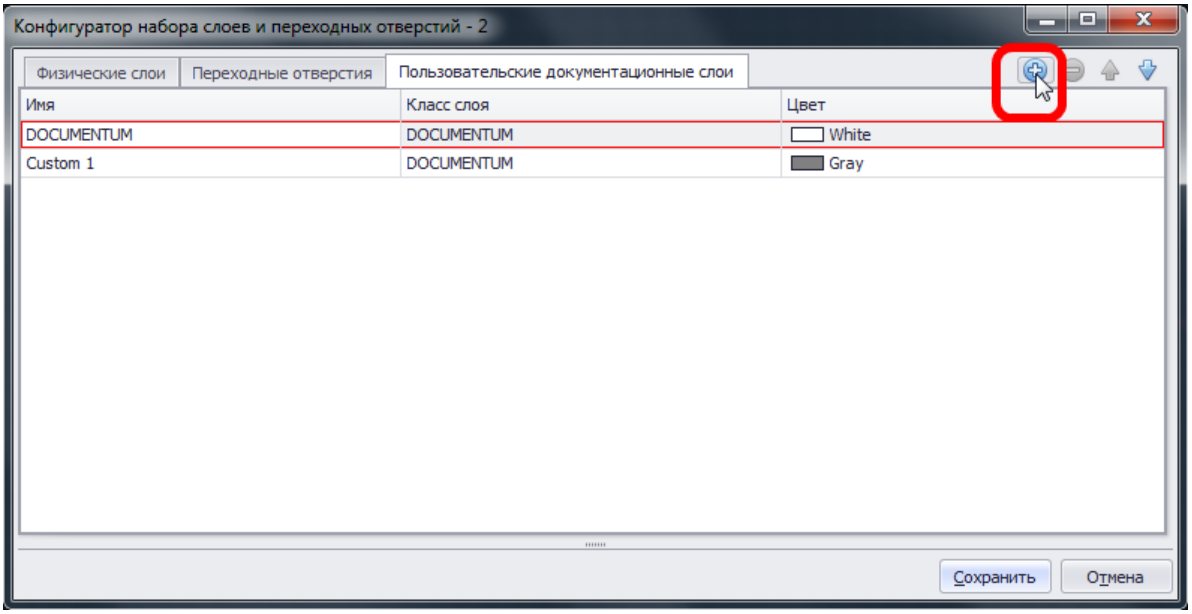

Рис. 678. Добавление документационного слоя
2. Нажать на кнопку добавления нового документационного слоя , которая расположена в верхней правой части окна редактора, см. Рис. 678.